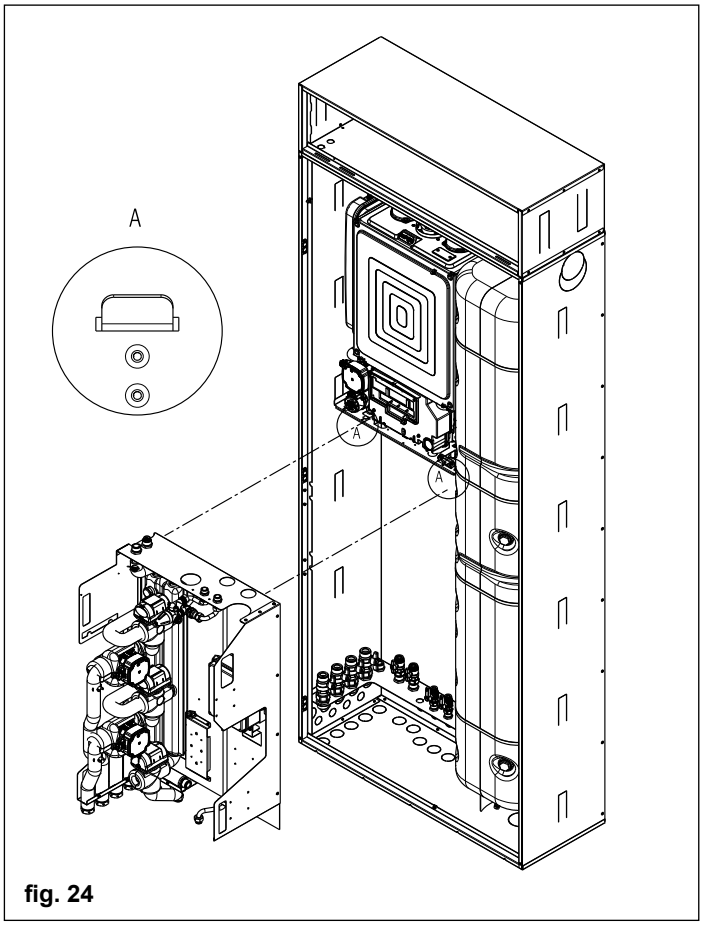

fig. 24
- Agganciare il Gruppo distribuzione ibrido analogico agli appositi ganci (fig. 24)